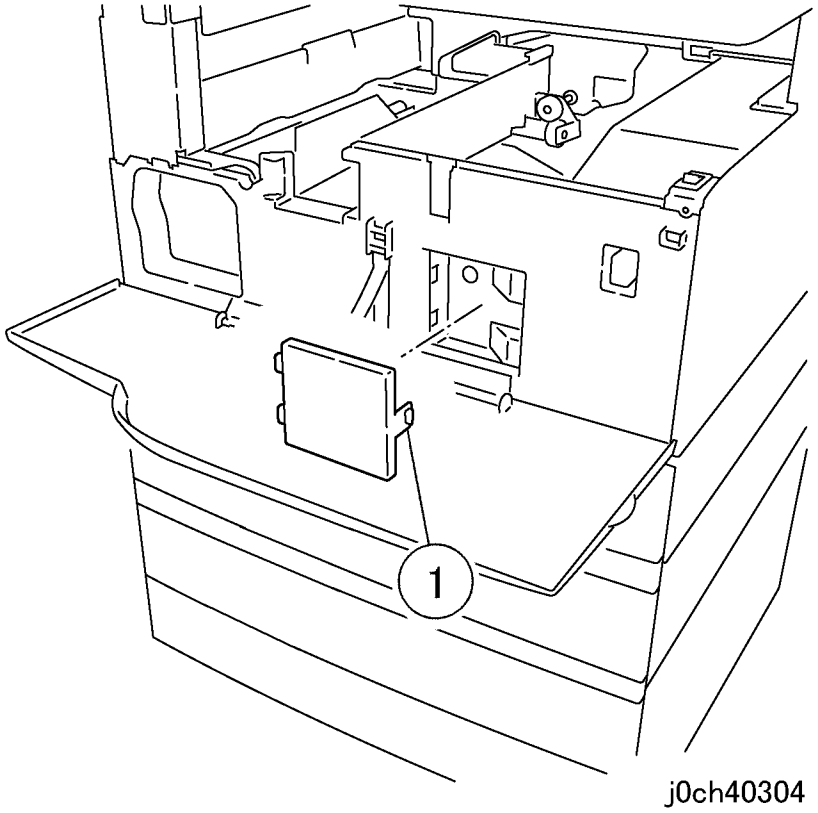

Рисунок 1 Снятие крышки (j0ch40304)
2. Нажмите на фиксатор и снимите крышку (рисунок 1).